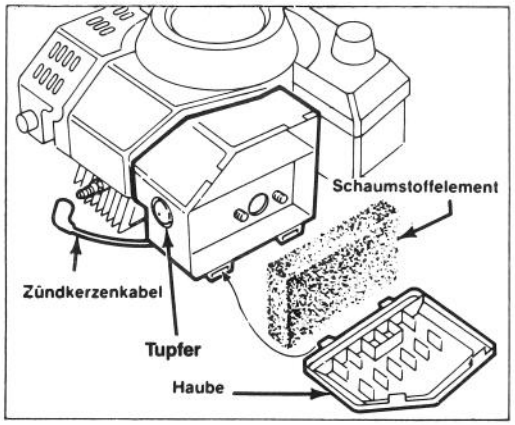
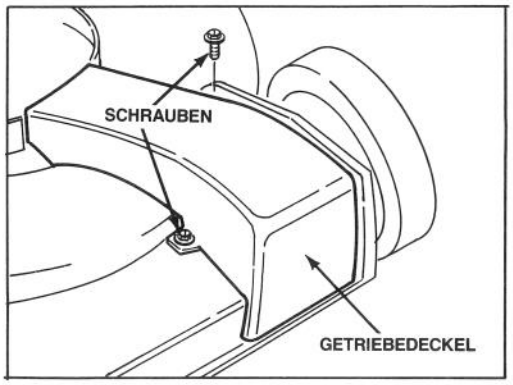

Abbildung 10
Abbildung 16
1. Stellen Sie den Motor ab und ziehen Sie das Kabel aus der Zündkerze heraus (Abb. 10).
1. Stellen Sie den Motor ab und ziehen Sie das Kabel aus der Zündkerze (Abb. 10).
2. Streifen an der Oberseite der Luftfilterhaube anheben und Haube abheben. Haube sorgfältig säubern. (Abb. 10).
3. Wenn die Außenseite des Schaumstoffelements schmutzig ist, vom Luftfiltergehäuse entfernen (Abb. 10). Sorgfältig säubern.
1. Den Motor abstellen und das Kabel aus der Zündkerze ziehen (Abb. 10).
2. Um die Zündkerze herum sauberwischen und die Zündkerze vom Zylinderkopf abnehmen (Abb. 10).
1. Motor abstellen und Kabel aus der Zündkerze ziehen (Abb. 10).
1. Motor abstellen und Kabel aus der Zündkerze ziehen (Abb. 10). Die beiden Schrauben entfernen und den Getriebedeckel abheben. (Abb. 16).
2. Getriebedeckel entfernen (Abb. 16).